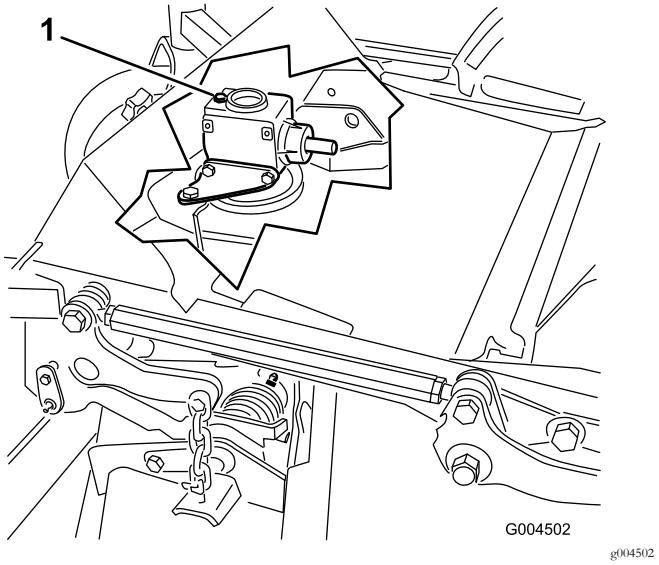

Figur 34
6. Fjern målepinden/påfyldningsproppen, der sidder oven på gearkassen, og kontroller, at oliestanden står mellem mærkerne på målepinden (Figur 34).
6. Fjern målepinden/påfyldningsproppen, der sidder oven på gearkassen (Figur 34).